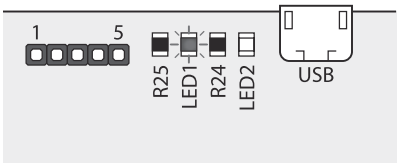

Fig. 34
3. After this the red LED (LED1) will continue to flash while it registers with the chosen network, as shown in **Fig.34**.